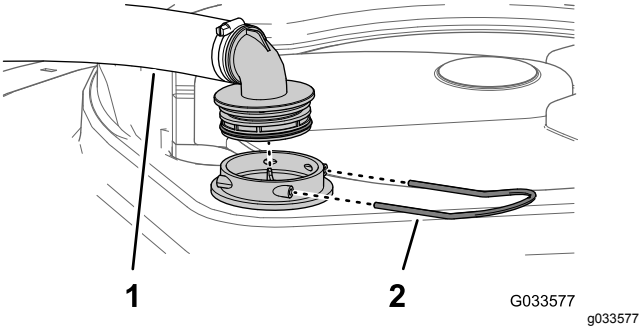

Figur 101
2. Fjern holderen som fester slangekoblingen som er festet til den store slangen fra filterhuset øverst på tanken (Figur 101).
3. Fjern slangen og slangekoblingen fra filterhuset (Figur 101).